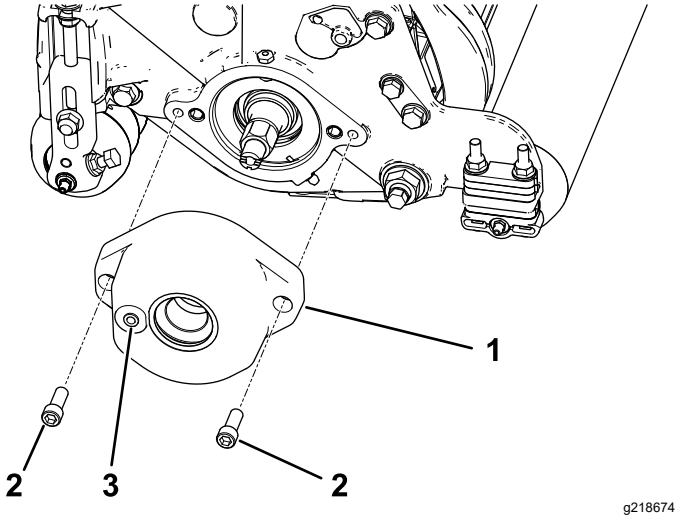

Bild 5
3. Montieren Sie das Rollenbürstengehäuse mit zwei Sechskantschrauben am Spindellagergehäuse, siehe Bild 5.